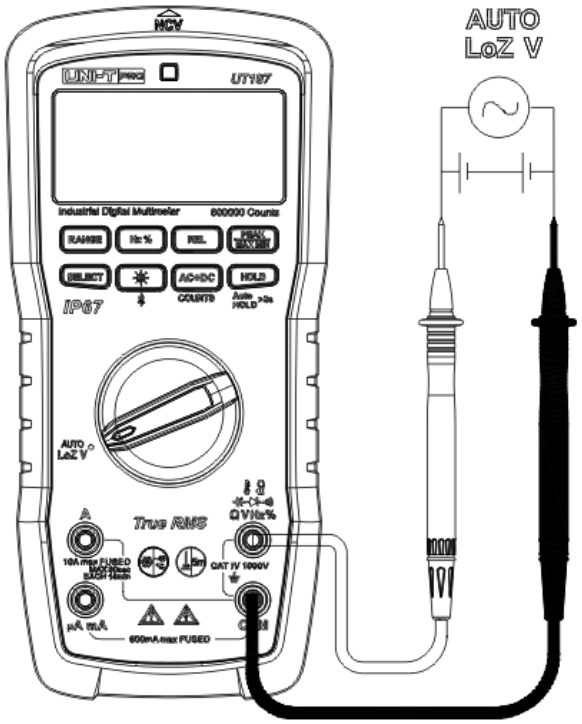

Figura 4
1. Medición automática de voltaje de AC/DC (Auto-V LoZ) (Figura 4)